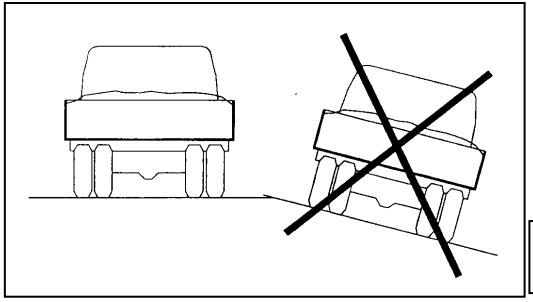

Fig.21
- Assicurarsi che il terreno sia solido, soprattutto per l'asse posteriore ed il veicolo in posizione orizzontale (fig. 21).